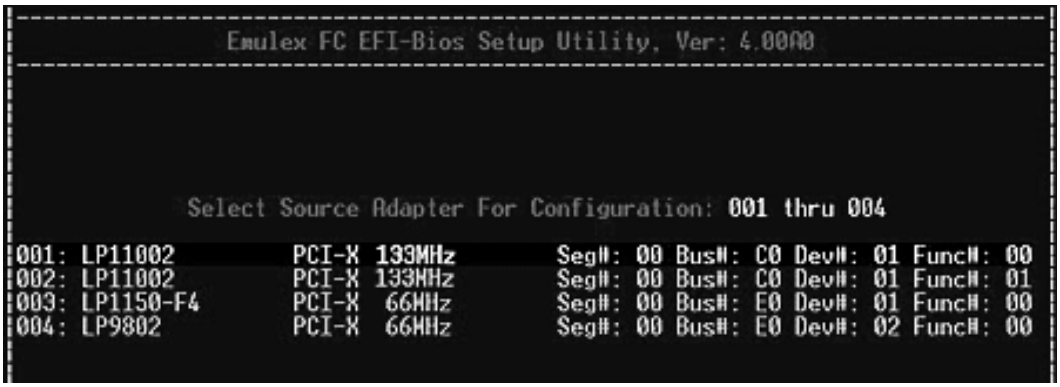

Figure 53: Select Source Adapter for Configuration listing screen
2. Select **1. Read Configuration from NVRAM** and press **<Enter>**. A list of the adapters in the system is displayed (Figure 53).